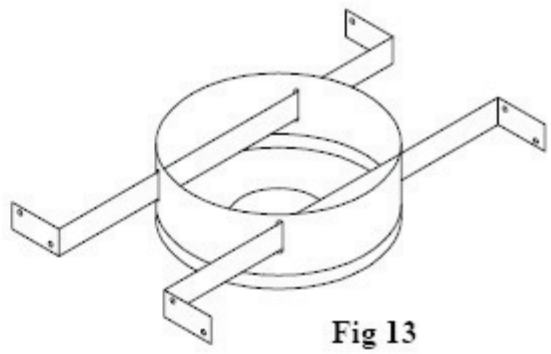

Fig 13
1. **Description.** The **Bucket Support** (shown in Figure 13) is for properly supporting the B-vent between 16 or 24-inch O.C. joists or rafters, or for providing a transition fitting between **Dura-Connect Single Wall Connector** and the B-vent **Pipe Sections**. A maximum of 20 feet of Type B Gas Vent may be supported. Note that the Bucket Support must be installed prior to the sheetrock.